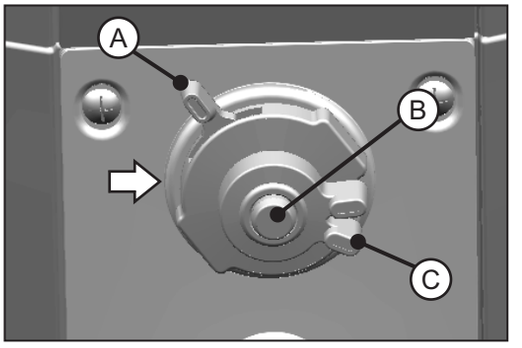

Рис. 3.3.2
3.3.2 Комбинационный переключатель (Рис. 3.3.2)